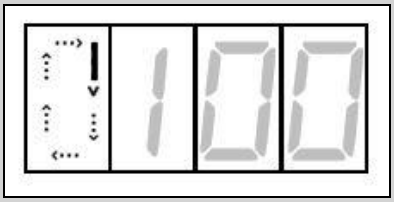

Figure 21
6. See **Figure 21** to confirm chlorine percentage is adjusted.